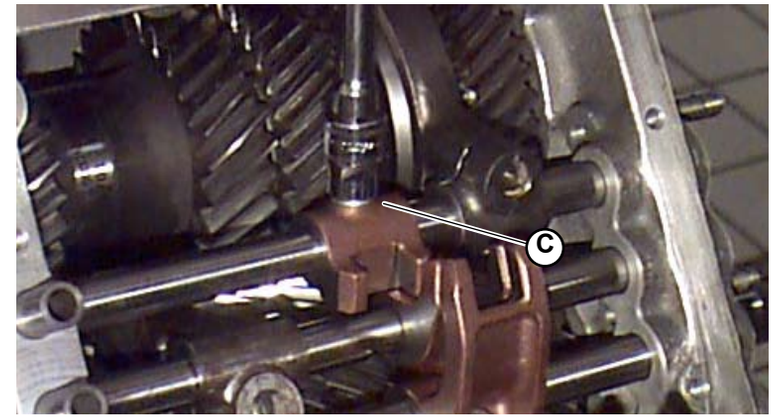

Fig.5
3. Loosen the gear shift tooth screws (**C-Fig.5**).